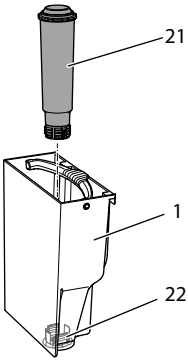

Fig. 15 : Vissage/Dévissage de la cartouche filtrante à eau
- Retirer la cartouche filtrante à eau (voir Fig. 15 à la page 73).
9. Insérer une cartouche filtrante neuve dans le réservoir d'eau (voir Fig. 15).
3. Retirer la cartouche filtrante à eau (voir Fig. 15).